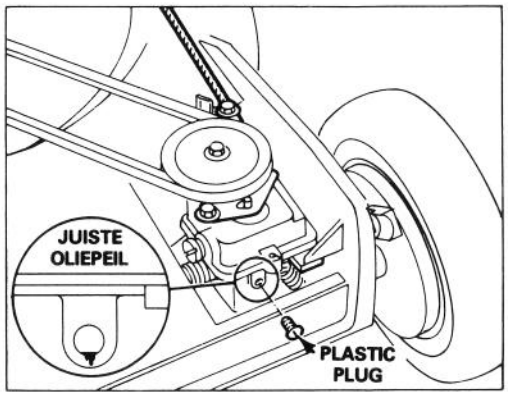

Afbeelding 17
2. CONTROLEREN VAN HET TANDWIELOLIEPEIL (Afb. 17) — Zet de maaier op een egaal oppervlak en maak het gedeelte rondom de plastic plug schoon. Verwijder de plastic plug en let op of er olie uit het gat druppelt. Indien er tandwielolie naar buiten druppelt, installeer dan weer snel de plastic plug. De olie is dan namalijk op het juiste peil. Indien er geen olie naar buiten vloeit, voeg dan olie toe: zie stap 3.